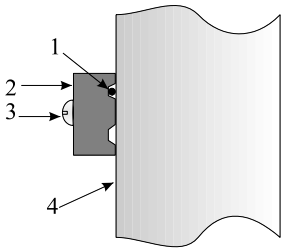

Рис. 10.15
10.2.2 ВП 1 натянуть с усилием 5…10 кг и закрепить его (руководствуясь п. 10.1.5) последовательно в верхней части стойки 4 с помощью прижимов 2 и винтов 3 в соответствии с рис. 10.15.